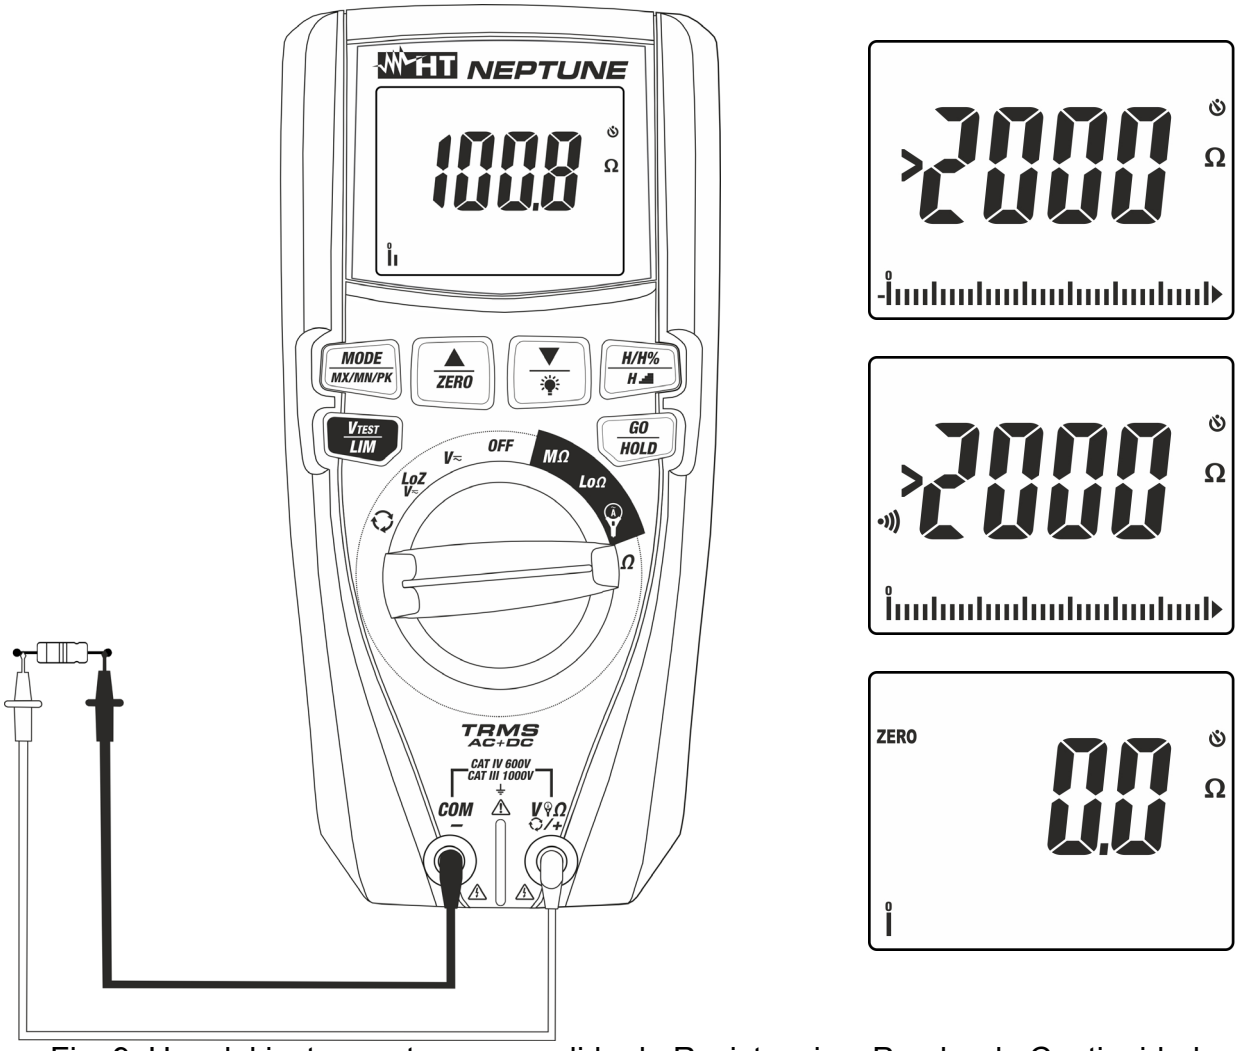

Fig. 9: Uso del instrumento para medida de Resistencia y Prueba de Continuidad
4. Posicione las puntas en los puntos deseados del circuito en examen (ver la Fig. 9). El valor de la resistencia se muestra en pantalla
5. Si en el visualizador se muestra el mensaje **">2000Ω"** (ver la Fig. 9) se ha alcanzado el fondo escala del instrumento